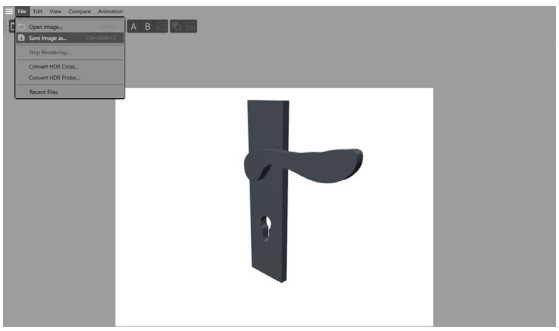
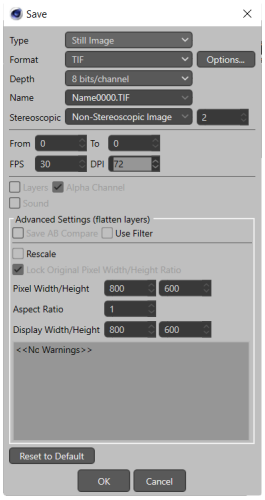

Figure 2-29 *Choosing the* ***Save Image as*** *option from the* ***File*** *menu*
Figure 2-30 *The* ***Save*** *dialog box*
4. In the **Picture Viewer** window, choose **File > Save Image as**, as shown in Figure 2-29; the **Save** dialog box is displayed, as shown in Figure 2-30.